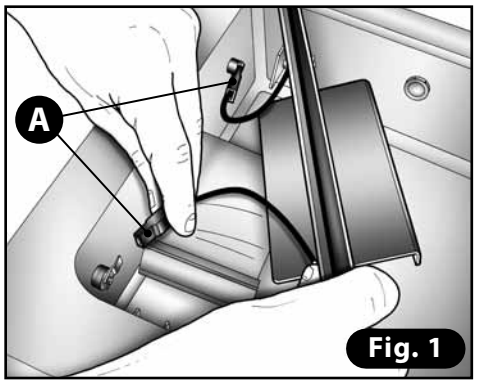

Fig. 1
2) Desconectar los dos hilos de la barra soldadora **(A, Fig. 1)**.